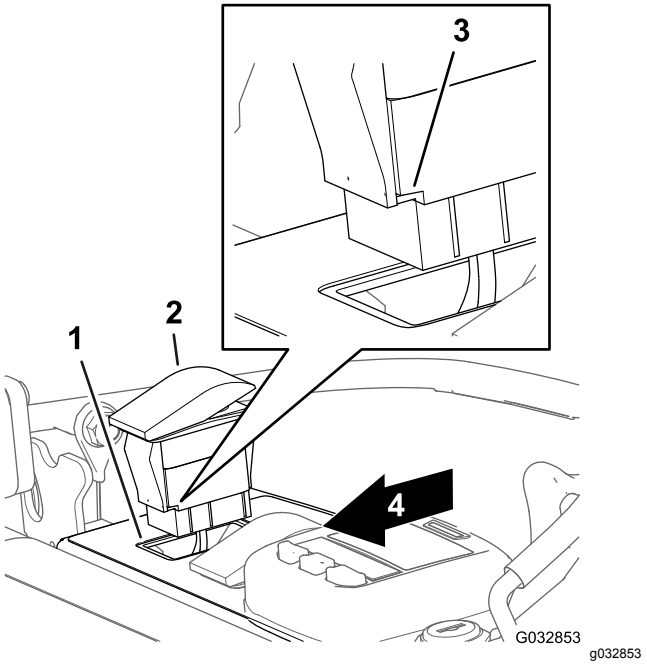

Рисунок 26
4. Расположите переключатель таким образом, чтобы выемка в корпусе переключателя была направлена в сторону задней части панели управления (Рисунок 26).
5. Вставьте переключатель в отверстие панели управления так, чтобы он со щелчком надежно зафиксировался на месте (Рисунок 26).